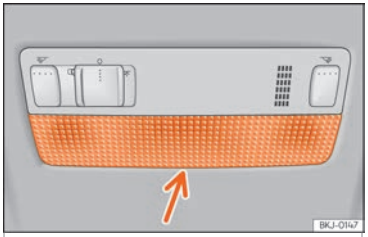

Fig. 62 Luz dianteira de leitura.
– Introduza uma chave de fendas fina, pela parte plana, entre a carcaça e o vidro ››› Fig. 62.